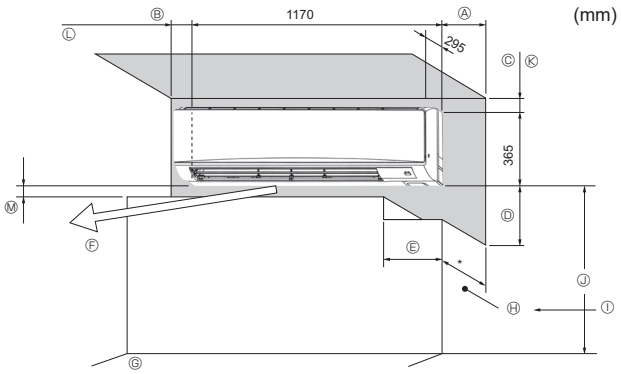

Fig. 2-1
2.1. Utvendige dimensjoner (innendørsenhet) (Fig. 2-1)